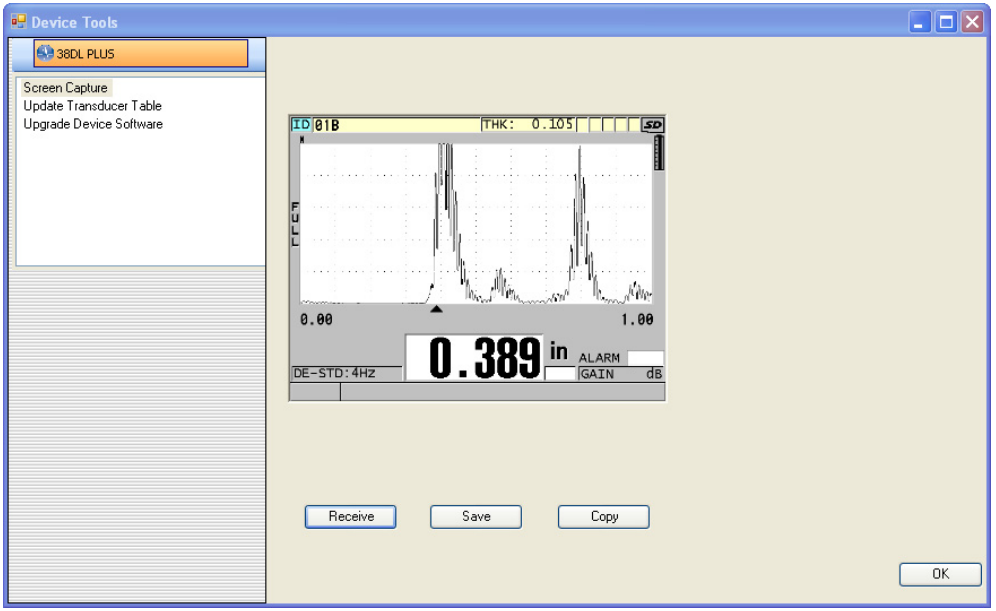

Rysunek 14-11 Okno dialogowe Device Tools (Narzędzia urządzenia) ze zrzutem ekranu
b) W oknie dialogowym **Device Tools** (Narzędzia urządzenia) (patrz Rysunek 14-11 na stronie 301) wybierz opcję **Screen Capture** (Zrzut ekranu), a następnie kliknij opcję **Receive** (Odbierz).